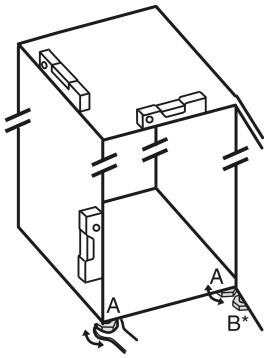

Fig. 2
▶ 用随附的开口扳手将垫脚 *Fig. 2 (A)*借助水平仪旋出，直至稳固、平坦对齐冰箱。
▶ 使用随附的开口扳手旋出托架上的垫脚 *Fig. 2 (B)*，直至垫脚平置于地板。
▶ 将垫脚 *Fig. 2 (B)*继续旋转 90°。